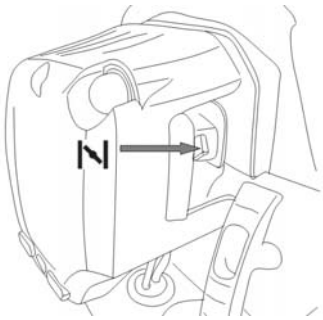

Fig.9
3. Pour démarrer un moteur froid, placez le starter en position fermée de démarrage "START". Pour redémarrer un moteur chaud, laissez le starter en position ouverte. (Fig.9)